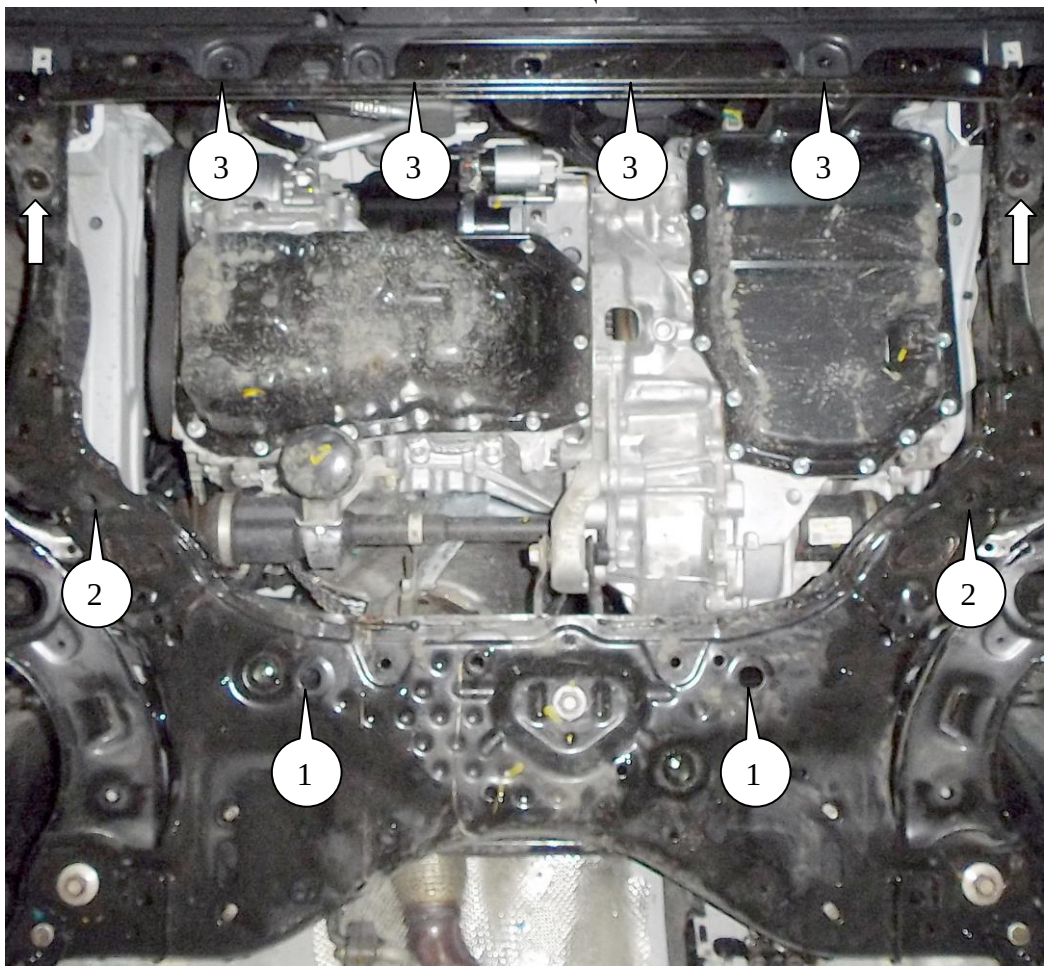

*Рис.1*
2. Установить крепеж 11 в отверстия подрамника и наживить гайки 12, позиция 1, рис.1.
3. Установить планки 10 в отверстия подрамника и наживить болты 6, позиция 2, рис.1.